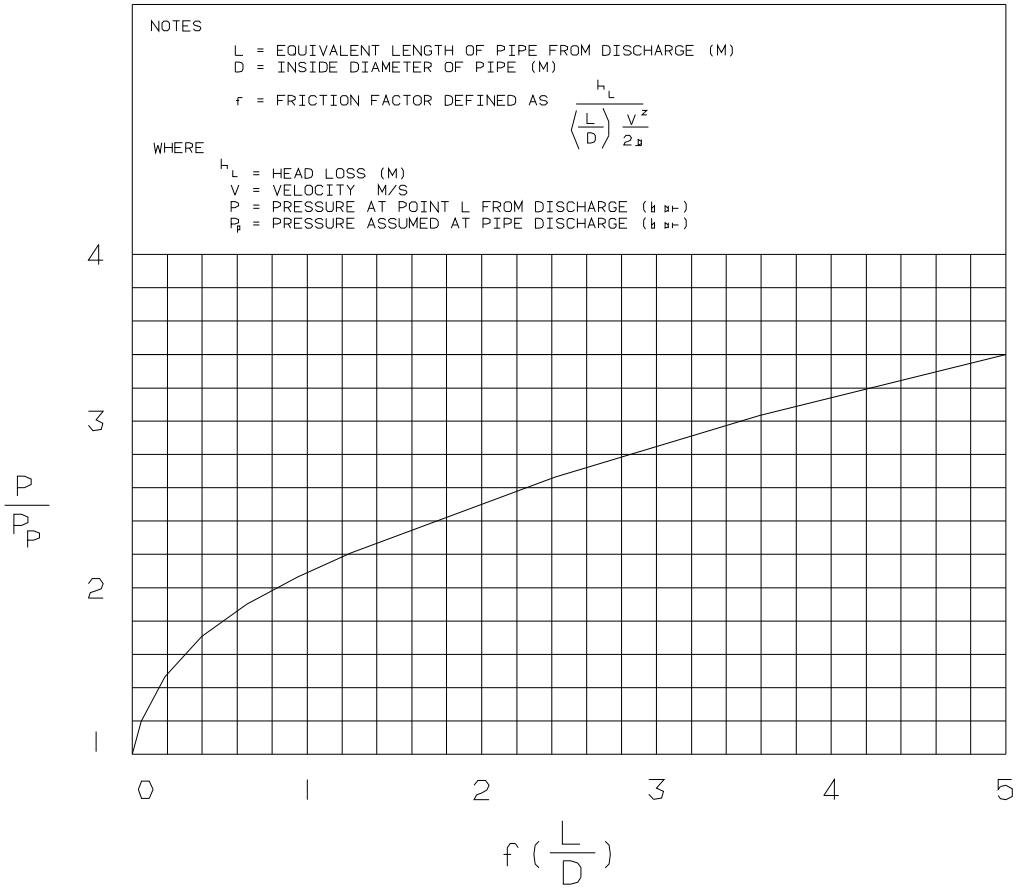

FIGURE 1
5.6.2 Estimate the steam conditions (pressure, enthalpy) at the boiler outlet expected during steam steam blow. From the curves on Figure 1, read the mass flow function, F_{30}. Calculate the mass flow, Q_c, as follows: